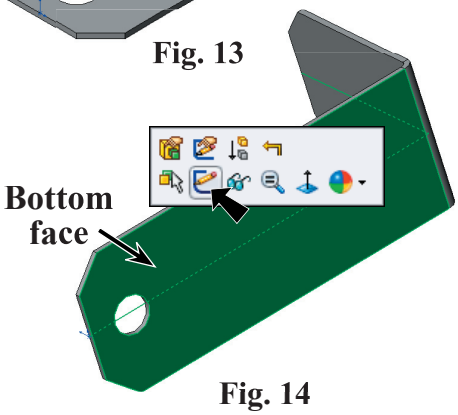

Fig. 14
Step 1. Rotate view to view **bottom face**, hold down middle mouse button (wheel) and drag to **rotate view**, **Fig. 14**.
Step 2. Click the **bottom face** and click **Sketch** on the Content menu, **Fig. 14**.